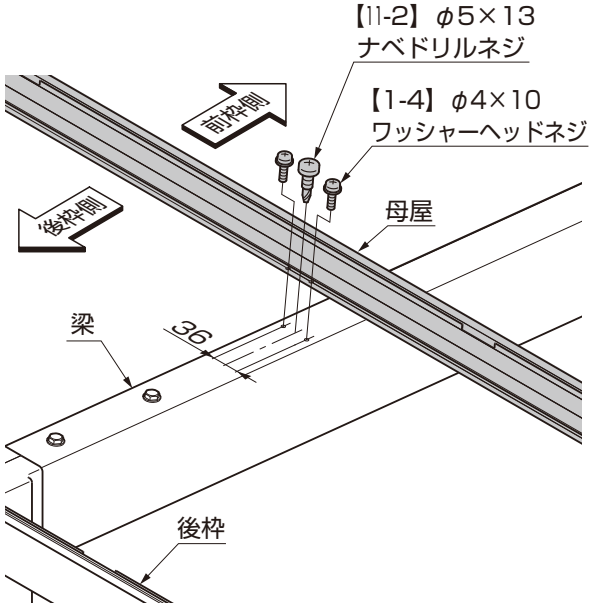

図4-5　梁と母屋の取付け
②母屋と梁、前枠と前枠ブラケットを固定している【1-4】の中間に【11-2】を取付けてください。（図4-5参照）